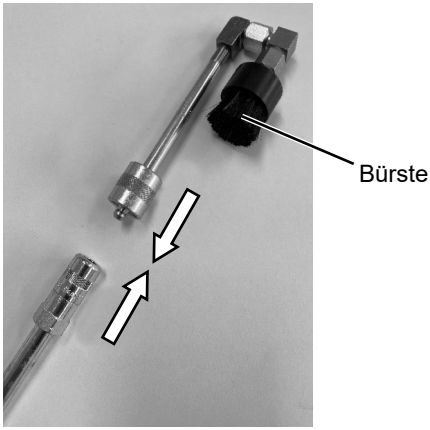

Abbildung 24: Bürste aufklicken
► Klicken Sie die Bürste auf die Fettpresse (siehe Abbildung 24, Seite 54).